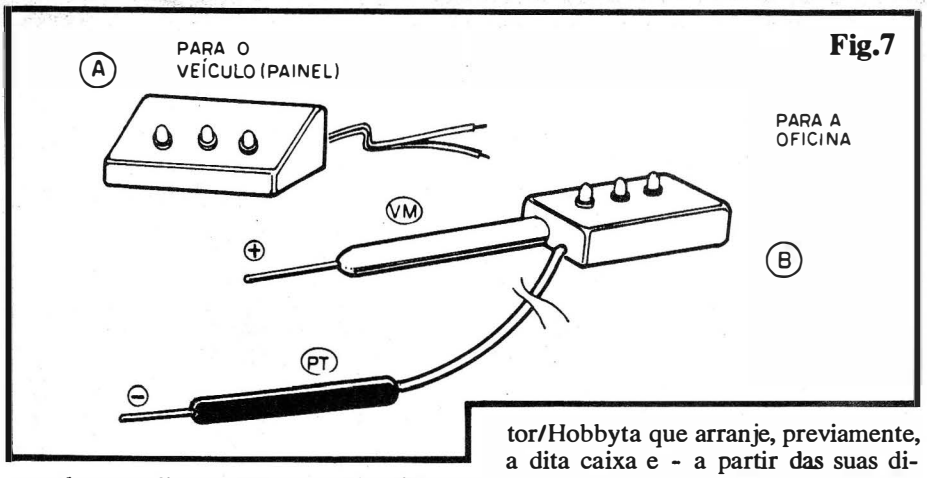

Fig.7
- **FIG. 7** - SUGESTÕES PARA A APRESENTAÇÃO FINAL - No item "A" vemos uma sugestão para utilização do BATS em painel, podendo o circuito ficar numa caixinha de frente inclinada, de modo que, fixado sob o painel do carro, a visualização seja fácil e direta... Vários **containers** padrozinados, facilmente encontráveis no varejo especializado, se prestarão (em formato, tamanho, etc.) à acomodação/instalação do circuito nessa versão básica... Já no item "B" mostramos nossa sugestão para a acomodação final do circuito em utilização oficinal: uma caixinha pequena, retangular (ou mesmo cilíndrica...), contendo a placa e evidenciando a trinca de LEDs indicadores, apresentando ainda a ponta de prova (vermelha) correspondente ao positivo, afixada ao próprio **container**... Uma derivação feita com cabo flexível não muito curto, pode conduzir a outra ponta de prova (preta), correspondente ao **negativo** (ou ainda a uma garra de conexão de "massa", convencional...). O conjunto ficará prático e confortável para utilização pelos eletricistas, nas oficinas...